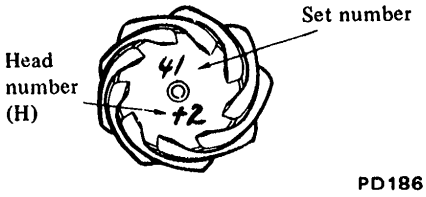

Fig. PD-16 Variation number on drive pinion
- H : Figure marked on the drive pinion head. See Figure PD-16.